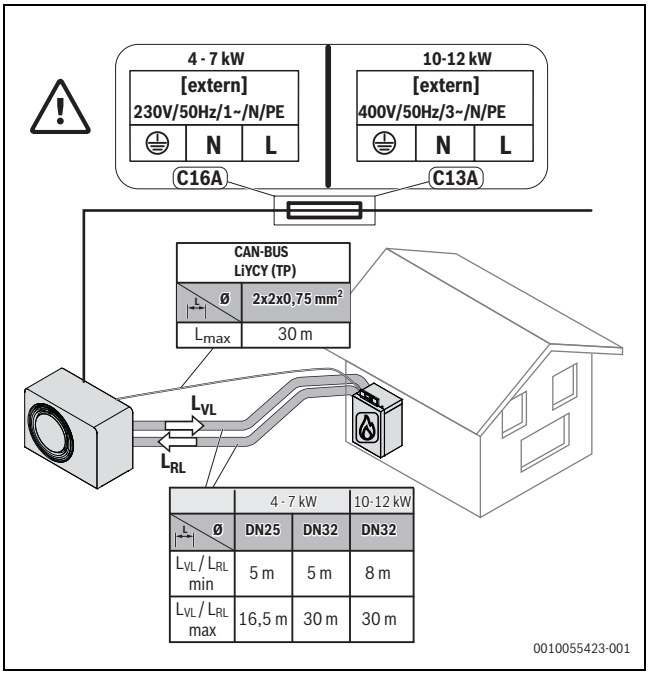

Bild 48 Rohrlänge und -abmessungen
- ▶ Abmessungen der Rohre entsprechend den Anweisungen in Bild 48 prüfen.
Wenn der Mindestabstand zwischen Heizgerät und Außeneinheit kürzer ist als die festgelegte Rohrlänge (→ Bild 48 "Rohrlänge und -abmessungen"), verfügt das Produkt möglicherweise nicht über genügend Energie für die Abtauung.